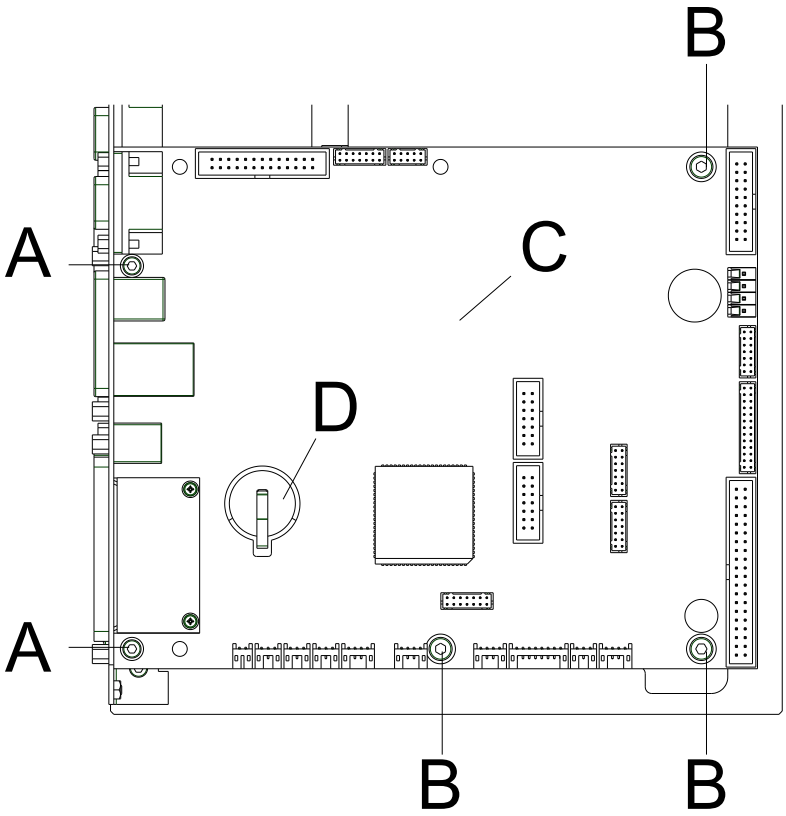

Abbildung 6
3. Neue Lithium Zelle (CR 2032) in den Halter (D, Abbildung 6) einlegen